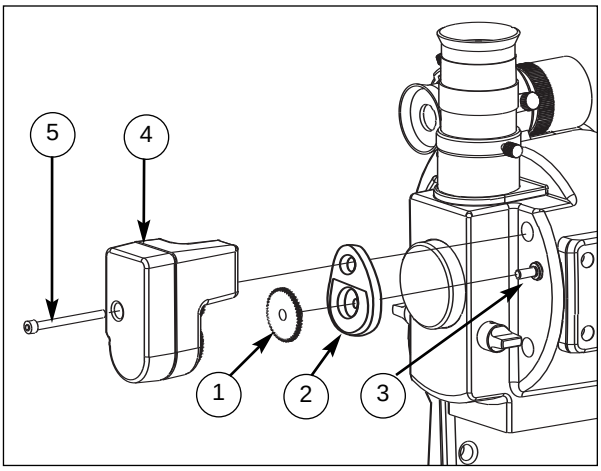

Fig. 2: Installation of the #1244 Electric Focuser.
3. Slide the center hole of the mounting plate (**2, Fig. 2**) over the focus shaft, so that the flat side faces the body of the telescope and the upper hole is aligned with the hole from which the hex-head screw was removed in step 1.
(1) Focusing gear; (2) Mounting plate; (3) Focus shaft; (4) Focuser gearbox; (5) Hex-head attachment screw.
4. Place the focusing gear (**1, Fig. 2**) on the focus shaft (**3, Fig. 2**) so that the hub of the gear faces the body of the telescope and the gear is approximately flush with the rear of the shaft. Tighten the set screw on the focusing gear with the small hex-wrench.
5. Carefully place the electric focuser gearbox (**4, Fig. 2**) over the focusing gear. To orient the gearbox, the attached coiled cord should be on top. Slide the gearbox shaft into the hole from which the hex-head screw was removed in step 1. The focusing gear (**1, Fig. 2**) fits into the round slot in the gearbox.
6. Place the 1.75”-long hex-head screw (**5, Fig. 2**) into the hole in the rear of the focuser gearbox. Tighten the screw to a firm-feel only using the large hex-wrench.